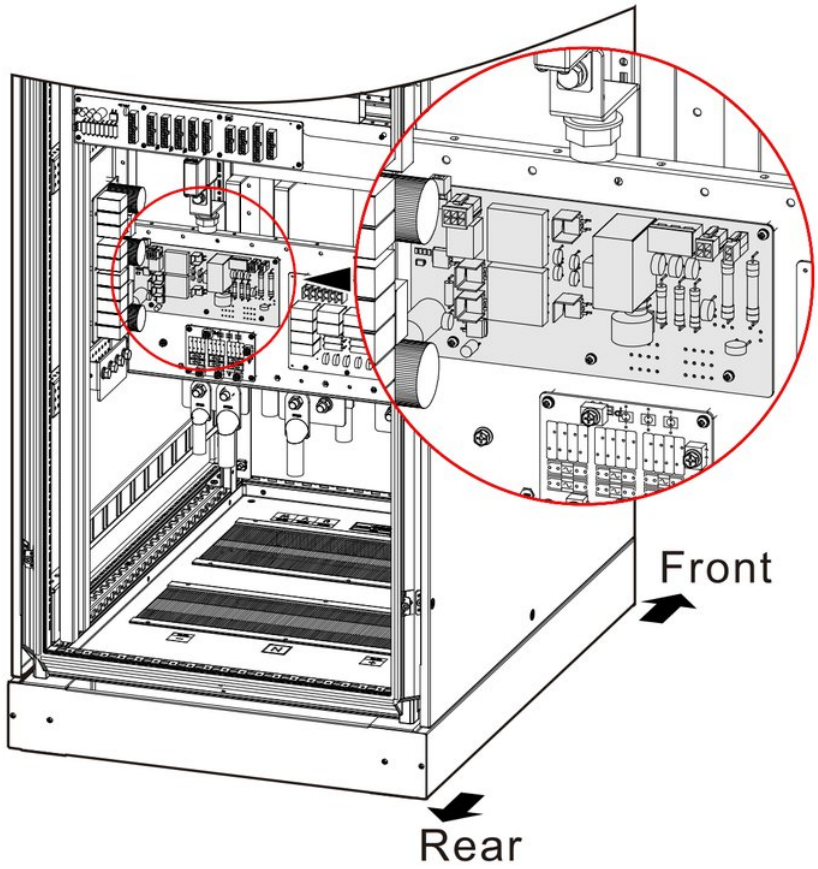

FIGURE 3-24 The position of battery tripper PCB board
1. Take the battery tripper PCB board out and install it in the rear of UPS through five M4 screws, as shown in Figure 3-24.